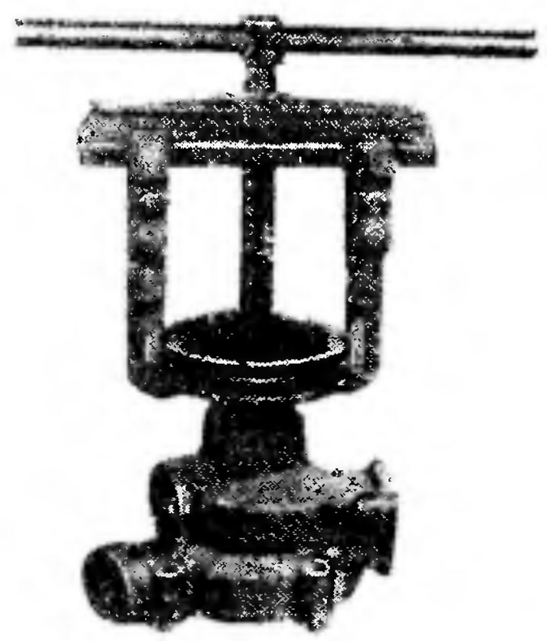

Рис. 116. Снятие шкива съемником зубчатых колес и противовесов коленчатого вала
4. Снимите съемником (рис. 116) шкив	Съемник зубчатых колес и противовесов коленчатого вала